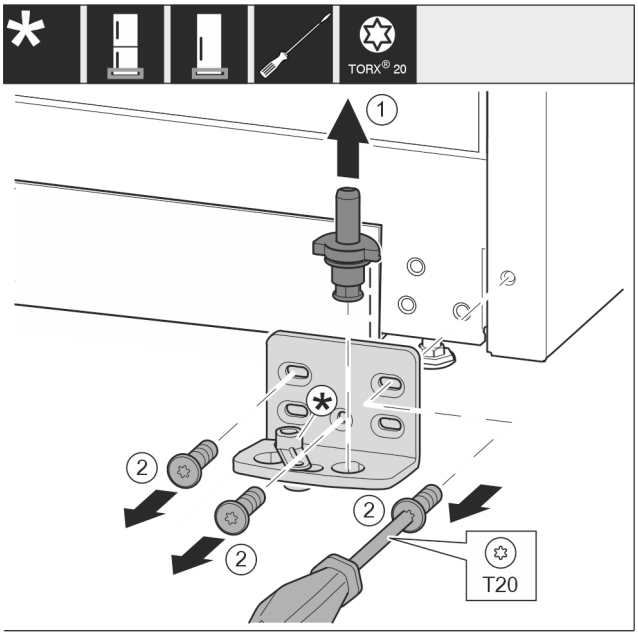

Fig. 15
▶ Lagerbolzen *Fig. 15 (1)* komplett nach oben herausziehen.
▶ Schrauben *Fig. 15 (2)* mit Schraubendreher herausdrehen und Lagerbock abnehmen.